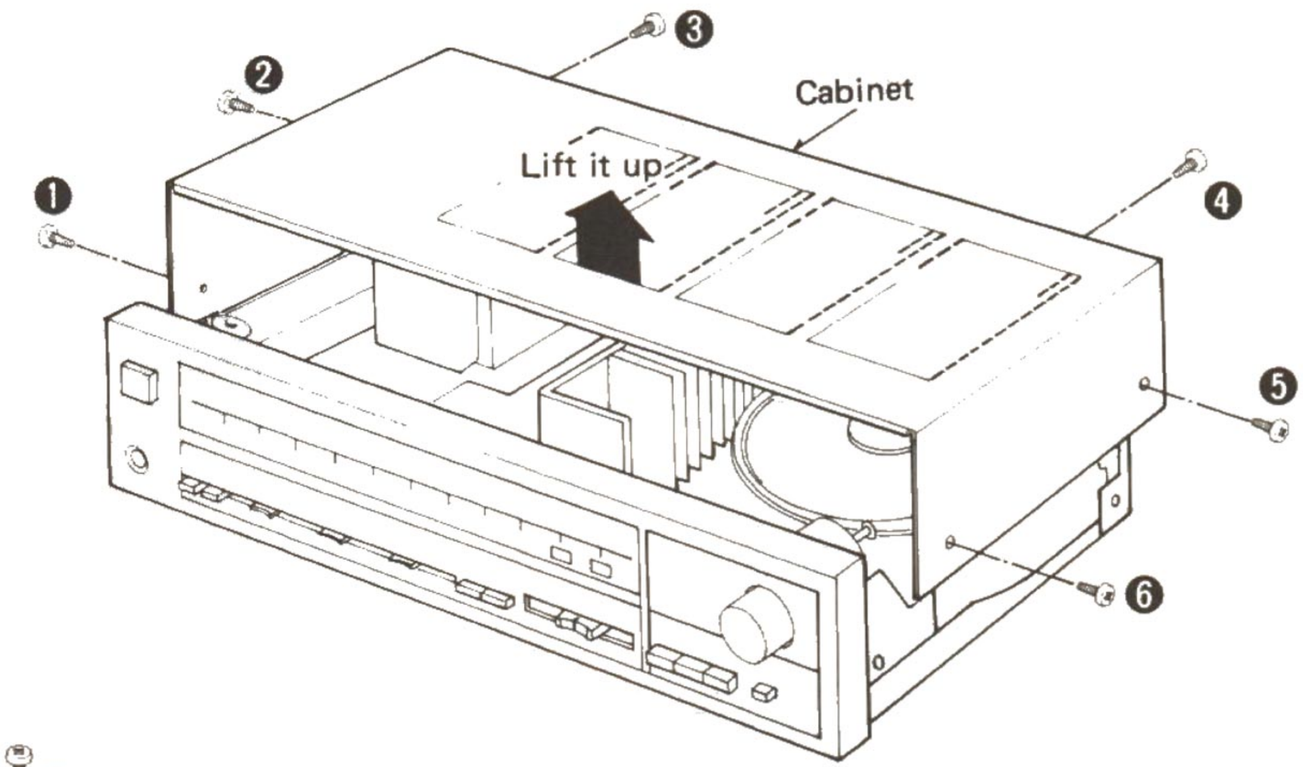

Fig. 1
1. Remove the 6 setscrews (Fig. 1:❶~❻) of the cabinet.